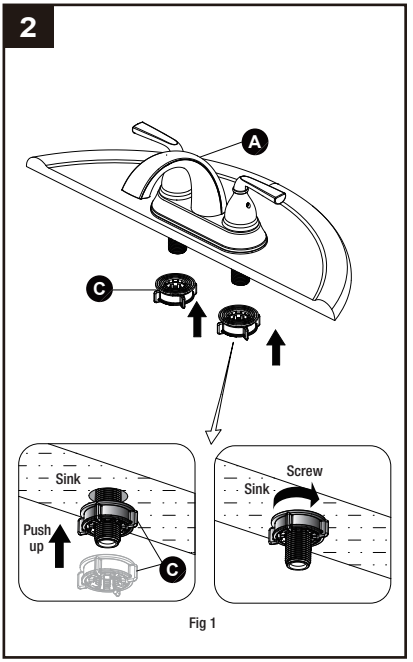

Fig 1
2. Secure the faucet assembly (A) to the sink with the easy install nuts (C) provided. Push up the easy install nuts (C) to sink and hand-turn to tighten, as shown in the Fig 1.